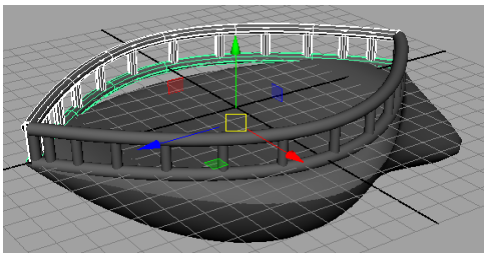

Figure 4-69 *Copied railing surface is reversed*
12. Make sure the complete railing is selected and choose **Edit > Duplicate > Duplicate Special** from the menubar; a copy of the railings is created and gets placed on the other half of the ship. Next, choose **Curves > Edit >Reverse Direction** from the menubar; the curve direction of the copied railing surface is reversed, as shown in Figure 4-69.